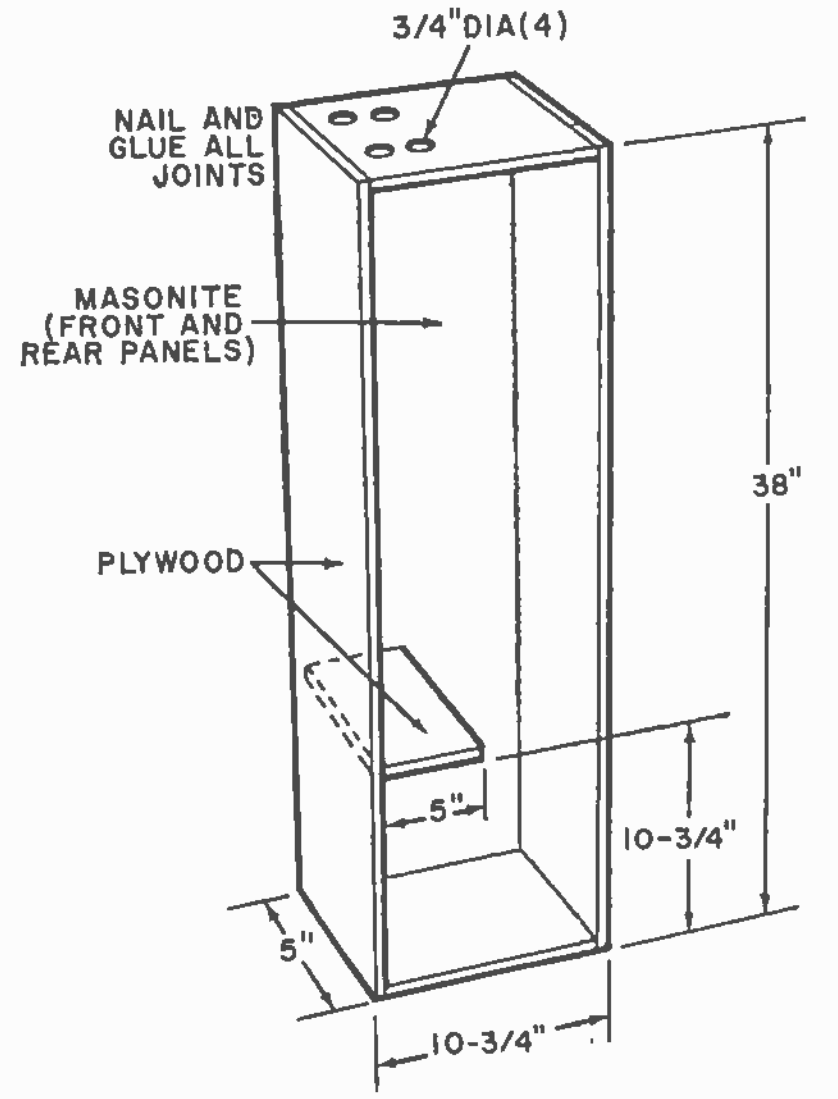

Fig. 1. The cabinet is made from soft pine and Masonite. The front door is not shown.
**Cabinet Construction.** Dimensions of the case for the Transcipitor are not critical. A layout of the author's prototype is shown in Fig. 1. Any kind of wood (such as pine) can be used for the sides, top and bottom but the front and back panels are of thin hardwood. A 5" shelf, located 10¾" from the bottom of the cabinet is attached to the side and rear, with another screw inserted through the front panel when it is put into place.